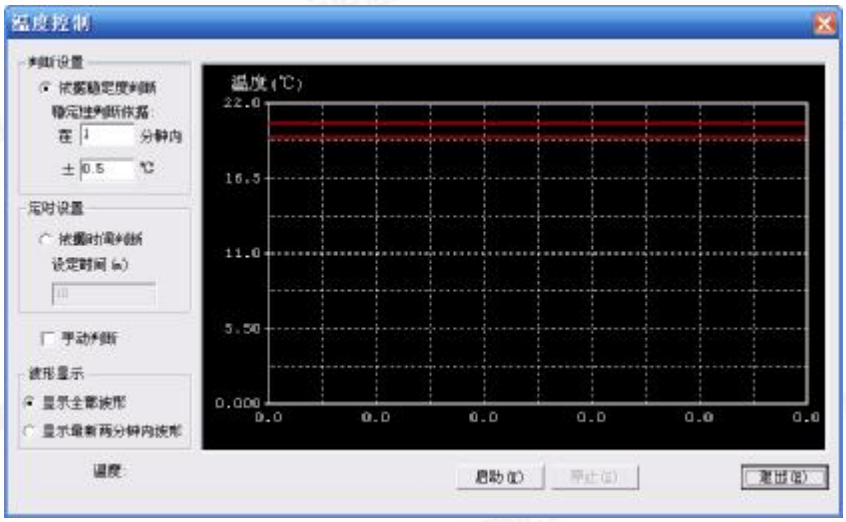

图 5.5 温控界面
①设置：输入 K 系数及测量电流值 I_M，输入加热电流、取样间隔、测试时间、升温降温时间，可选择是否需要恒温控制。
②点击“开始”仪器自动测量。如选择了恒温控制，点击“开始”后跳出控温画面（图 5.5），温度控制的判断有手动判断和自动判断，手动判断点击“启动”后，开始控制温度，当测试人员认为稳定后点击“停止”即认为温度已达稳定，自动开始后续测量；自动判断可根据实际或者稳定度来判断，可根据实际情况选择，达到判定条件后自动开始后续测量；
①设置：输入 K 系数及测量电流值 I_M，输入加热电流 I_H、加热时间 T_H，可选择是否需要恒温控制。
③加热时间到自动停止测量完成一次测试，典型测试结果如下图所示。
④用户如果想删除测试数据，可以先选择要删除的数据序号，然后单击“ ”按钮，再点击“确定”后数据被删除。
①设置：设置起始电流、结束电流、间隔电流、测试延时。
②点击“开始”仪器自动测量。如选择了恒温控制，点击“开始”后跳出控温画面（图 5.5），温度控制的判断有手动判断和自动判断，手动判断点击“启动”后，开始控制温度，当测试人员认为稳定后点击“停止”即认为温度已达稳定，自动开始后续测量；自动判断可根据实际或者稳定度来判断，可根据实际情况选择，达到判定条件后自动开始后续测量。
③当电流达到结束电流后自动停止测量，测试结果如下图所示。